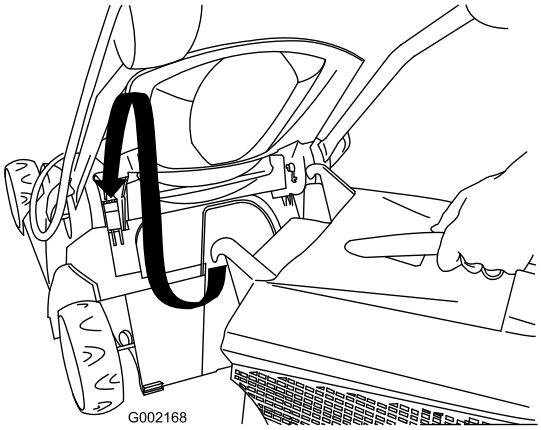

Bild 20
1. Heben Sie die hintere Klappe an und setzen Sie den Fangkorb am Rasenmäher ein (Bild 20).